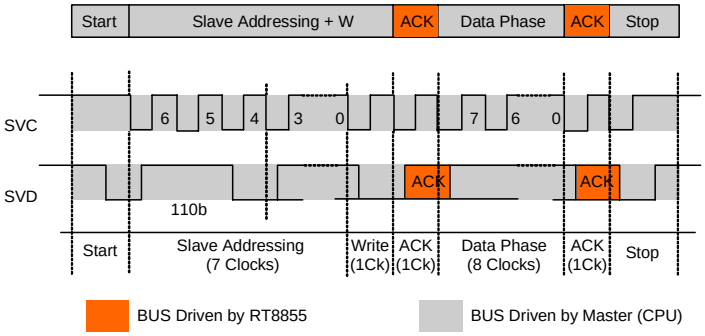

Figure 1. SVI Communication-Send Byte
SVI is a two wire, Clock and Data, bus that connect a single master (CPU) to one slave (RT8855). The master initiates and terminates SVI transactions and drives the clock, SVC, and the data, SVD, during a transaction. The slave receives the SVI transactions and acts accordingly. SVI wire protocol is based on fast-mode I2C as shown in Figure1. SVI interface also consider two additional signals needed to manage the system start-up. These signals are EN and PWROK. The device asserts a PGOOD signal if the output voltages are in regulation.
The Set VID Command is defined as the command sequence that the CPU issues on the SVI bus to modify the voltage level of the Core section and NB section, as shown is Figure 1. During a Set VID Command, the processor sends the start (Start) sequence followed by the address of the Section which the Set VID Command applies. The processor then sends the write (WRITE) bit. After the write bit, The Voltage Regulator (VR) sends the acknowledge (ACK) bit. The processor then sends the VID bits code during the data phase. The VR sends the acknowledge (ACK) bit after the data phase. Finally, the processor sends the stop (Stop) sequence. After the VR has detected the stop, it performs an On-the-Fly VID transition for the addressed section(s). Refer to Table 3 for the details of SVI send byte.